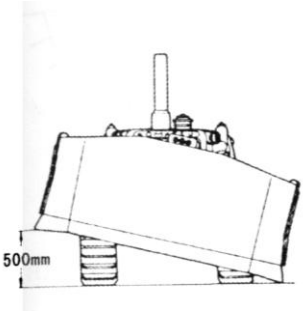

Рис. 3-6.
2) Перекашивание отвала (Рис. 3-6 …3-7).